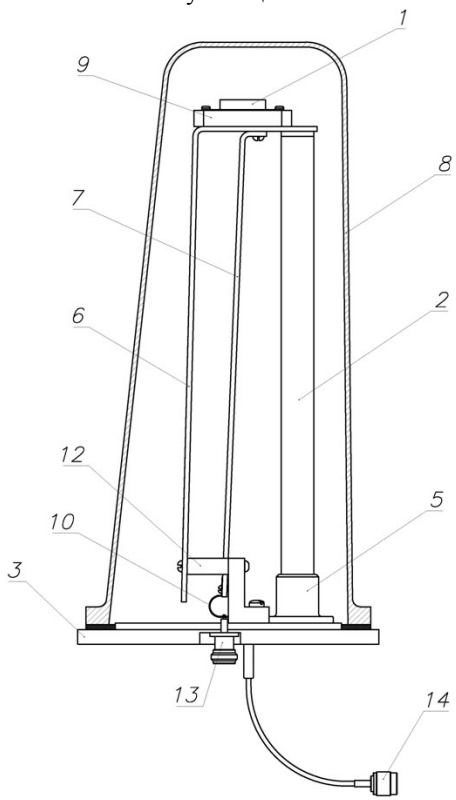

Рисунок 1.
5.1. Антенна **АЛ1/160/Н** (рисунок 1) представляет собой несимметричный четвертьволновый петлевой вибратор, конструктивно состоящий из основания 3, стойки 2 и плоского вибратора 7. Геометрическое укорочение антенны осуществлено введением дополнительного линейного излучающего элемента 6 плоского сечения с распределенной емкостью. Механическая фиксация вибратора 7 и элемента 6 осуществляется с помощью изолятора 12.